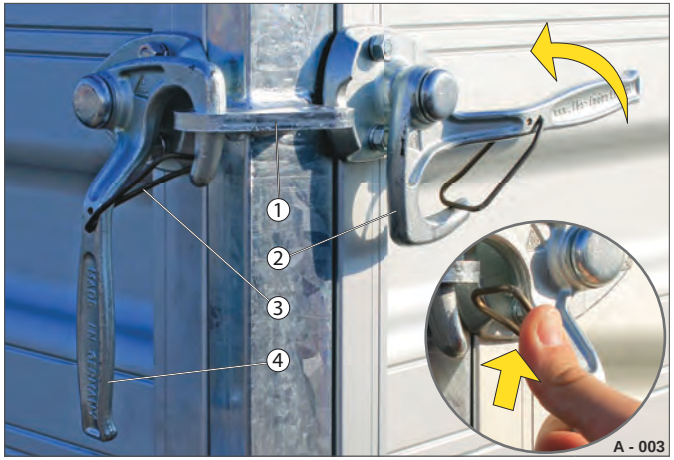

Fig. 8 Vinkelhåndtag-lukkeanordning (HTK, HT, kasse, hest)
▶ Tryk tilholdefjederen (Fig. 8 /3) ind, og drej samtidig vinkelhåndtaget (Fig. 8 /4) helt op, så det kører ud af øjet (Fig. 8 /1).
Krogen (Fig. 8 /2) frigives.